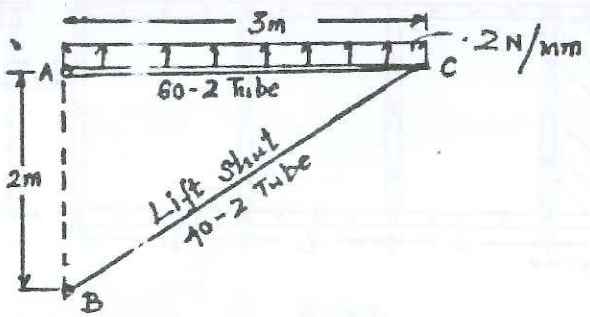

Fig. 3
b. Figure 3, illustrates part of a typical wing spar of thin walled round alloy steel tube acting as a beam column. It is supported at pin A and by the inclined strut BC at point C. Determine the safety of the beam column when carrying a uniform lateral load of 2N/mm. Assume ultimate bending modulus of rupture of the given tube as 1200 MPa and E=210 GPa. **10**